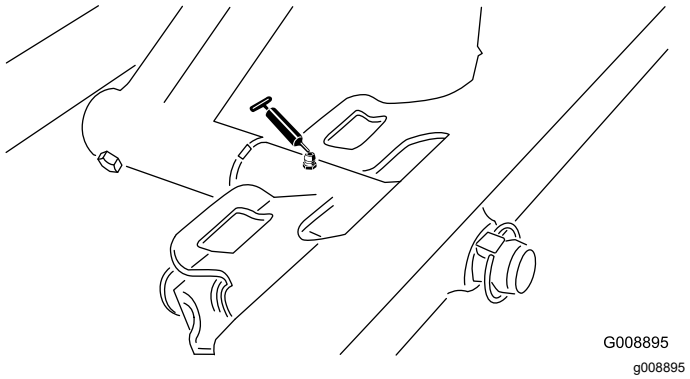

Figur 32
- Fremre klippeenhetsaksel (Figur 32)